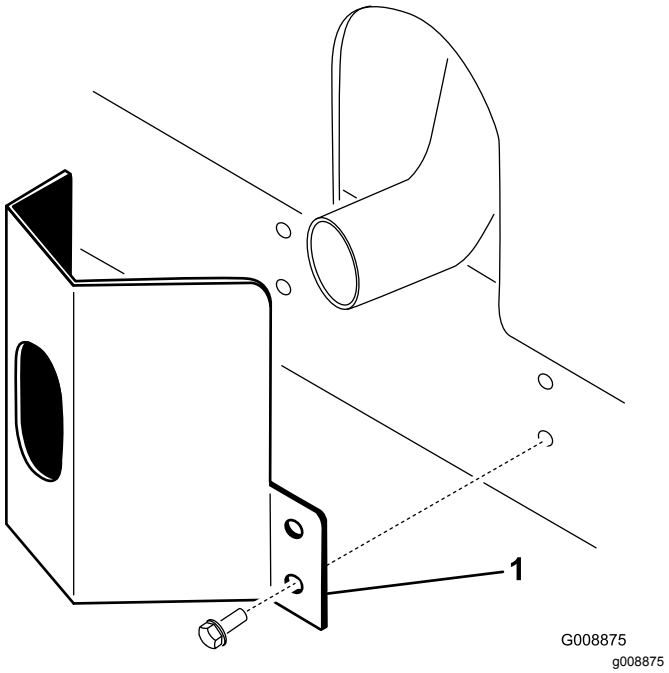

图 9
1. 将排气护罩放到消声器旁边同时将安装孔与机架中的孔对齐图 9。
2. 用 4 个自攻螺丝将排气护罩固定到机架上图 9。